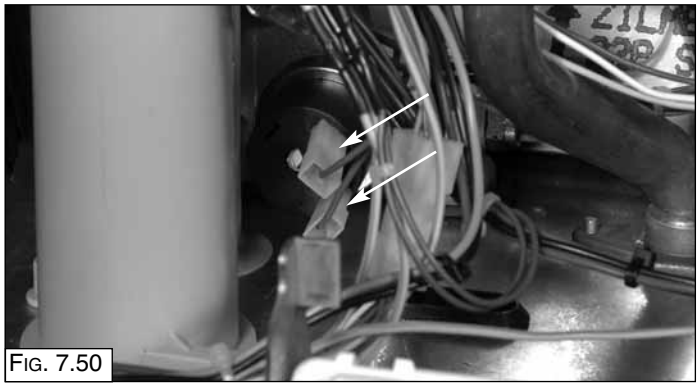

Fig. 7.50
1. Disconnect the electrical connection (Fig. 7.50);